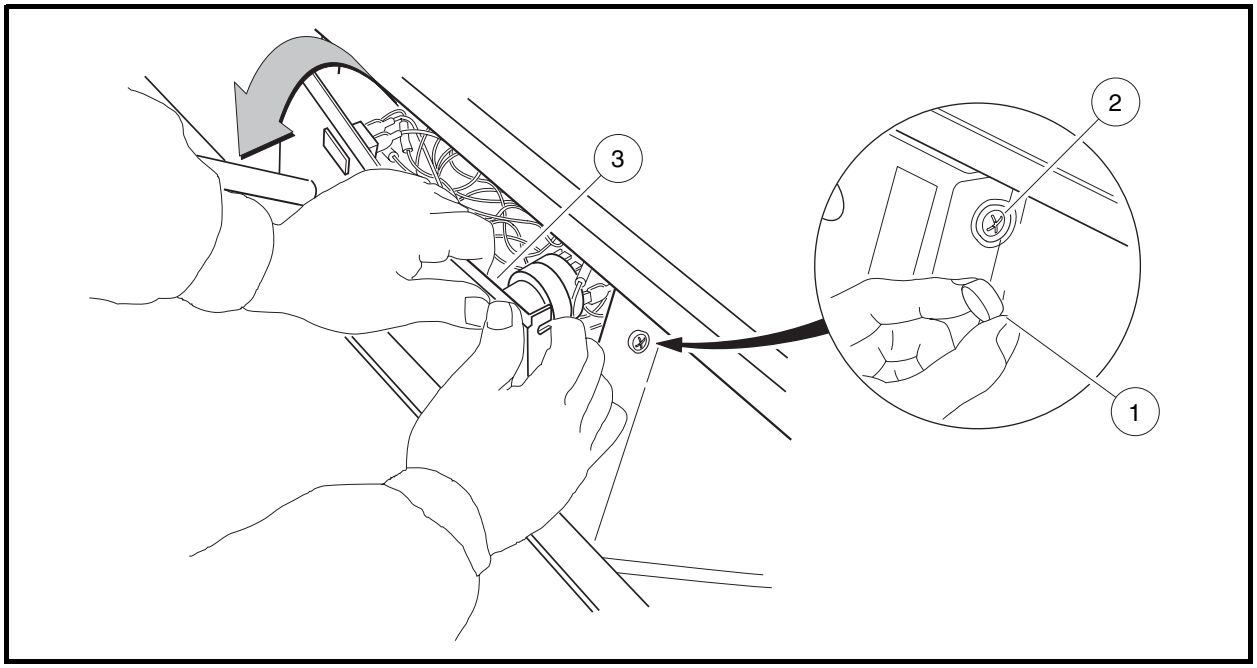

Figure 9-4 Dash Removal
3. Remove the center dash panel **(Figure 9-4, Page 9-4)**.
3.1. Remove the plastic cap (1) covering the mounting screw (2) on each side of the center dash panel (3) **(Figure 9-4, Page 9-4)**.